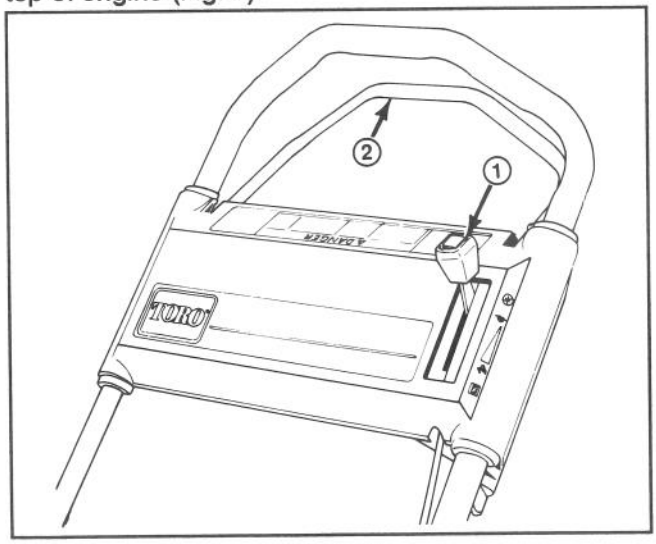
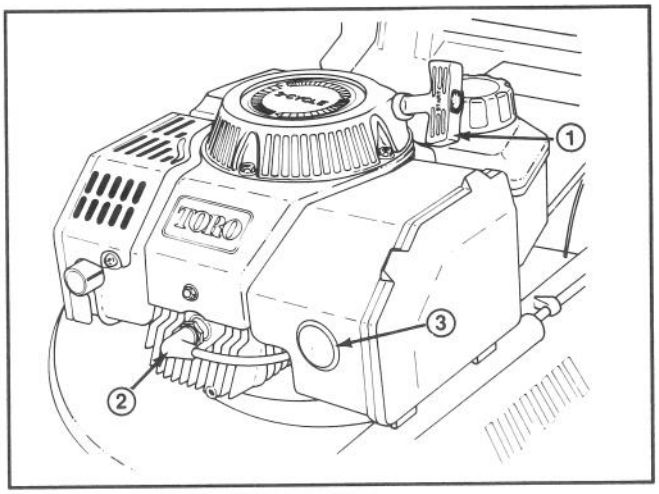
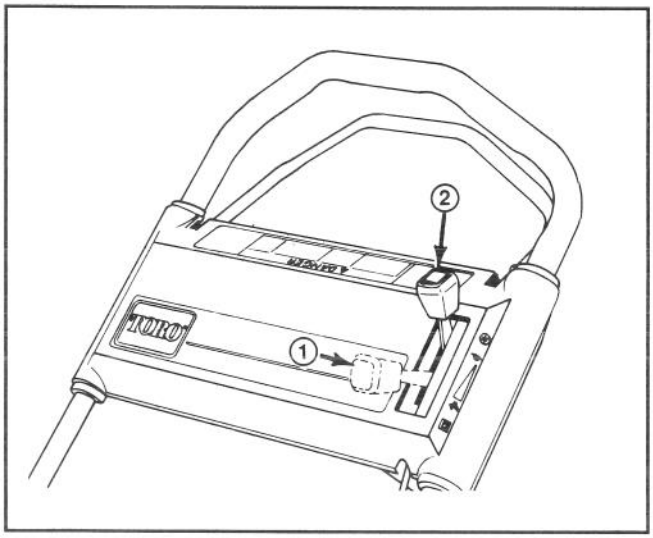

Figure 7
Figure 8
Figure 9
CONTROLS—Throttle and self–propel control bar (self–propelled model) are on upper handle (Fig. 7). Primer is on front of engine, and recoil starter is on top of engine (Fig. 8).
1. STARTING—Push spark plug wire onto spark plug (Fig. 8). Move throttle forward to CHOKE position (Fig. 9).
3. Pull engine mounted recoil starter (Fig. 8) out until slack in rope is taken up. Then pull vigorously to start the engine. When engine starts, move throttle rearward to FAST position or regulate engine speed as desired.
NOTE: If engine does not start, move throttle to ENGINE OFF position (Fig. 9) and wait 3 seconds. Then repeat steps 1–3 until engine starts.
4. STOPPING (Fig. 9)—To stop engine, move throttle rearwards to ENGINE OFF position. Pull wire off spark plug if mower will be unattended or not used.
1. Stop the engine and pull wire off spark plug (Fig. 8).